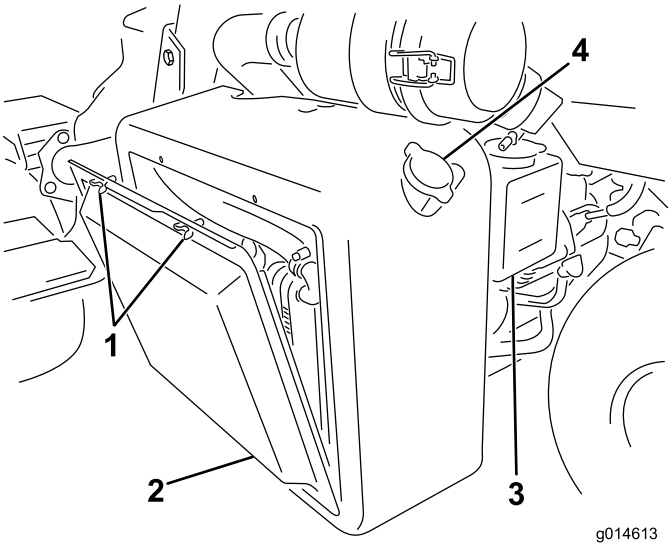

Figur 50
1. Ta bort kylargallret (Figur 50).